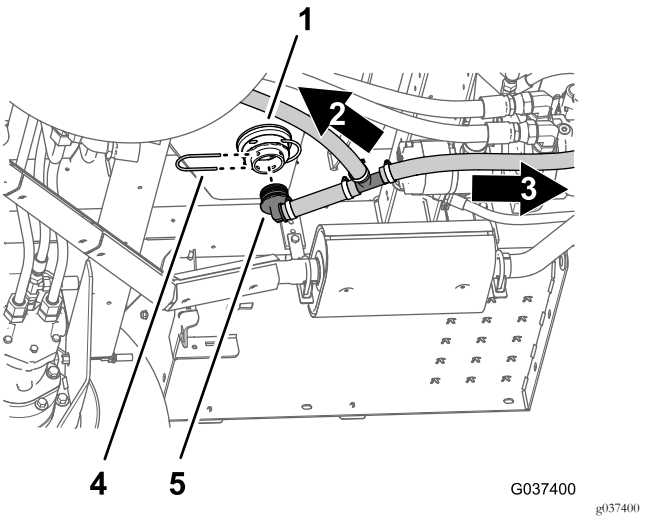

Figuur 28
1. Verwijder de borgclip waarmee de slangfitting van 90° aan de adapterfitting onderaan de spuittank is bevestigd (Figuur 28).
2. Verwijder de slangfitting van 90° van de adapterfitting (Figuur 28).